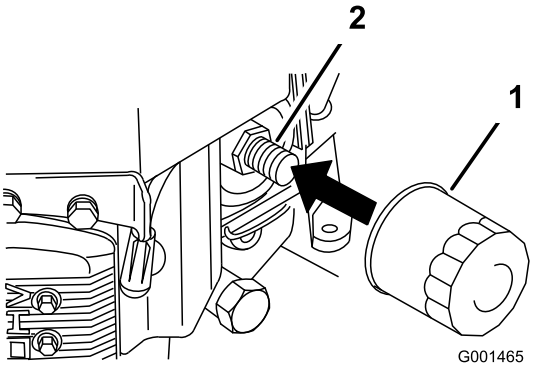

Figur 28
2. Ta bort det gamla filtret (Figur 28).
3. Stryk på ett tunt lager ny olja på utbytesfiltrets gummipackning (Figur 28).
4. Montera det nya oljefiltret i filteradaptern, vrid oljefiltret medurs tills dess att gummipackningen vidrör filteradaptern och skruva sedan åt filtret ytterligare 3/4 varv (Figur 28).